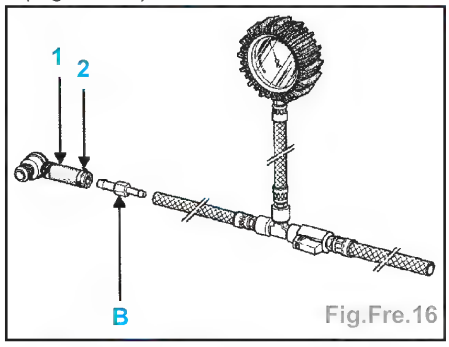

Fig.Fre.16
- Assembler les tuyaux avec le «**T**» de raccordement, le manomètre à dépression et l'ensemble (1) (utiliser le raccord B de la valise **Mot. 1311-01** ainsi qu'un collier à vis tangente (2)) (Fig.Fre.16).